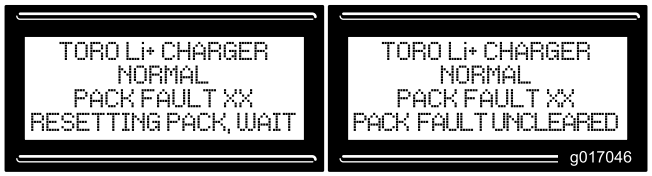

Figura 9
10. Continue a observar o ecrã de mensagens LCD para ver se apresenta a mensagem de estado 3, a carregar (State 3, CHARGING) (Figura 9). O LED “A carregar” (Charging) acende.